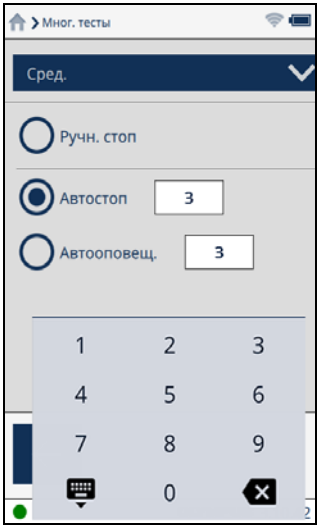

Рис. 2-10 Диалоговое окно Усреднение
1. В диалоговом окне **Сред.** выберите **АвтоСтоп** (см. Рис. 2-10 на стр. 25).